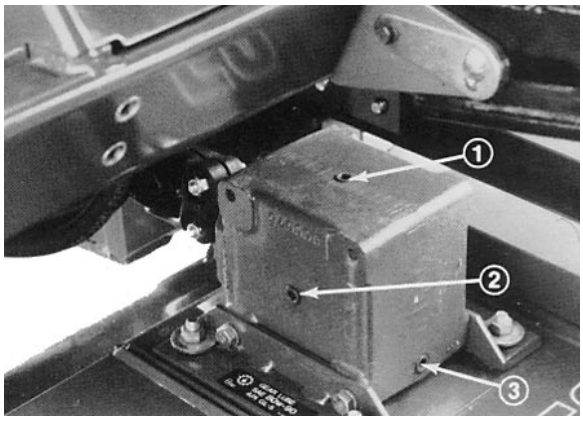

Fig. 4
2. Rimuovere il tappo di verifica da un lato della scatola degli ingranaggi e controllare che il lubrificante raggiunga la base del foro (Fig. 4). Se il livello è basso, rimuovere il tappo di riempimento sopra la scatola degli ingranaggi, e rabboccare con lubrificante fino alla base del foro laterale.